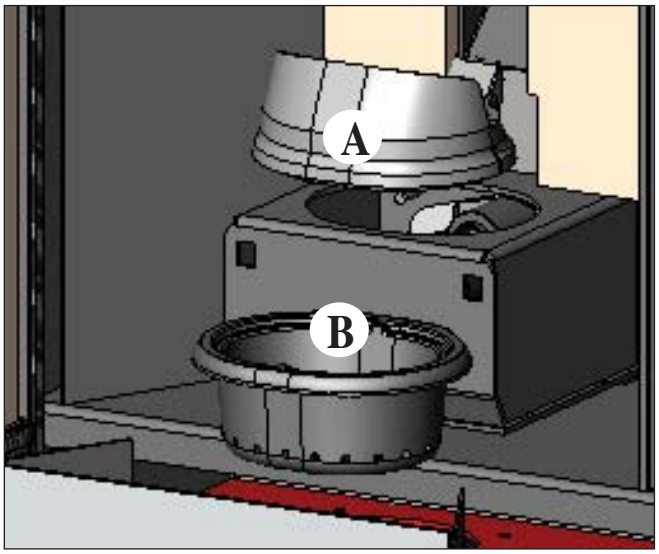

fig. 1
Después de la limpieza normal, el acoplamiento INCORRECTO del crisol superior (A) (fig. 1) **con el crisol inferior (B)** (fig. 1) **puede comprometer el funcionamiento de la caldera.**